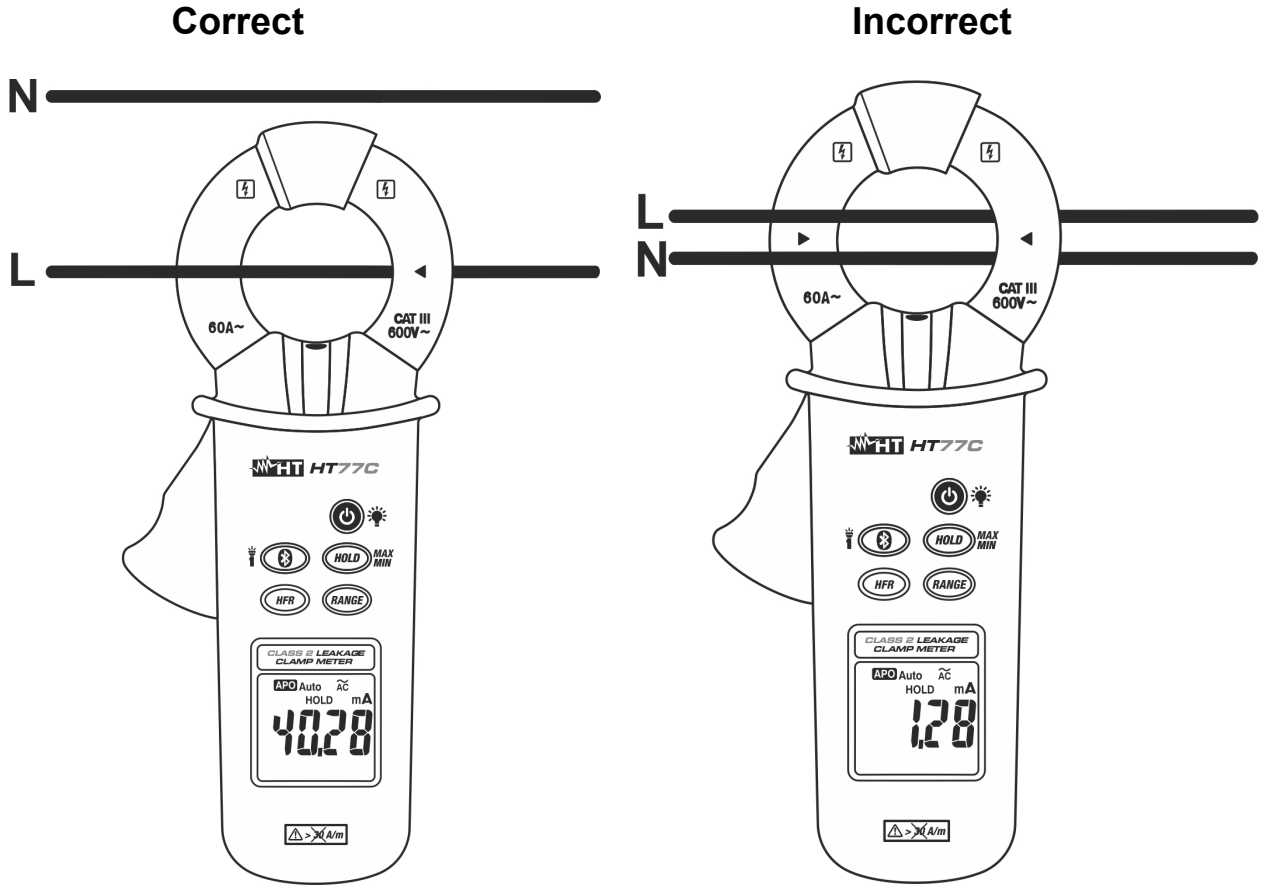

Fig. 3 : Utilisation de la pince pour mesure de courant CA
2. Ouvrir le tore et insérer le câble de phase à son centre (voir la Fig. 3). La valeur de courant apparaît à l'écran.